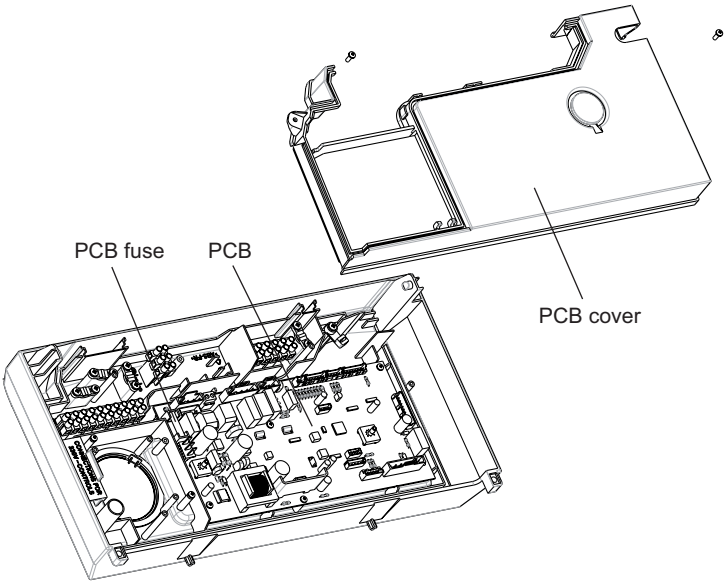

Fig. 8.1
8.7 FUSE - Fig. 8.1
8.8 PCB - Fig. 8.1